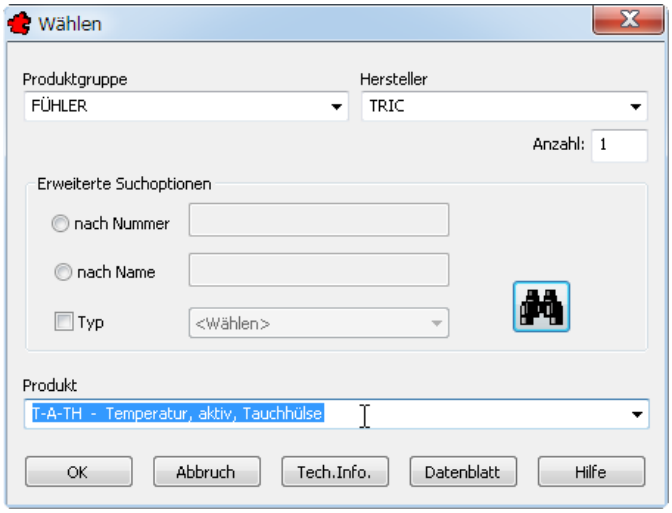

Bild 36.15 – Baugruppe, Wahl der ersten Komponente
- Klicken Sie auf *Neu*. Das Dialogfeld *Wählen* erscheint. Wählen Sie die *Produktgruppe* FÜHLER und den *Hersteller* TRIC aus (Abb. 36.15).